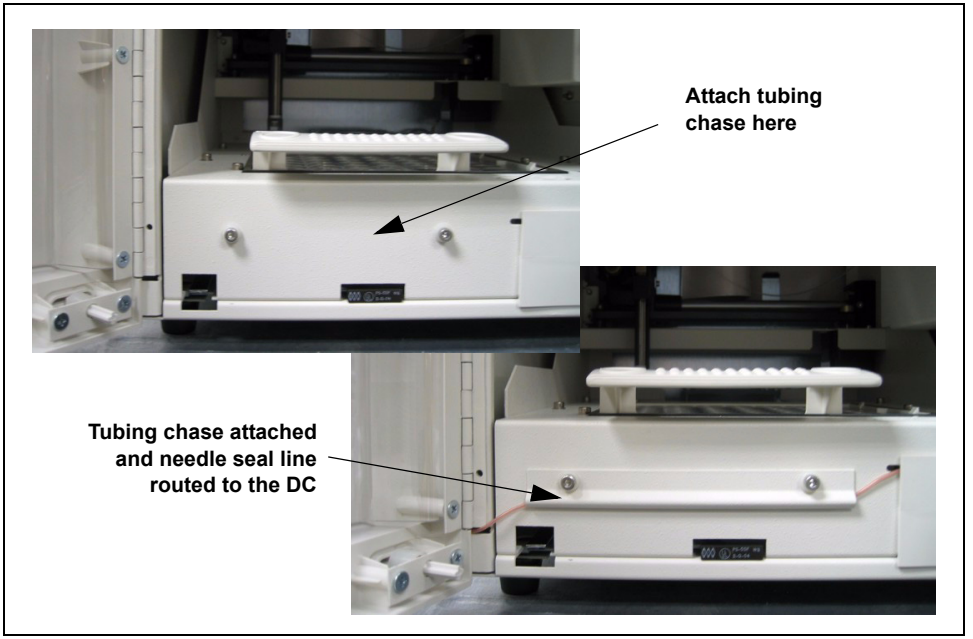

Figure B-36. Second AS Installation: Tubing Chase Installation
3. Use the two screws to attach the metal tubing chase to the front of the AS compartment (see Figure B-36).
4. Route the needle seal line behind the face of the drip tray through the tubing chase to the left side of the AS (see Figure B-36).